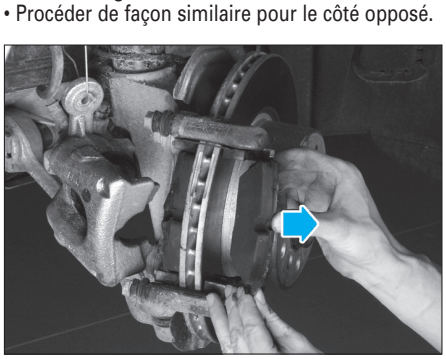

Fig. 2
• Retirer la plaquette extérieure puis la plaquette intérieure **(Fig.2)**.